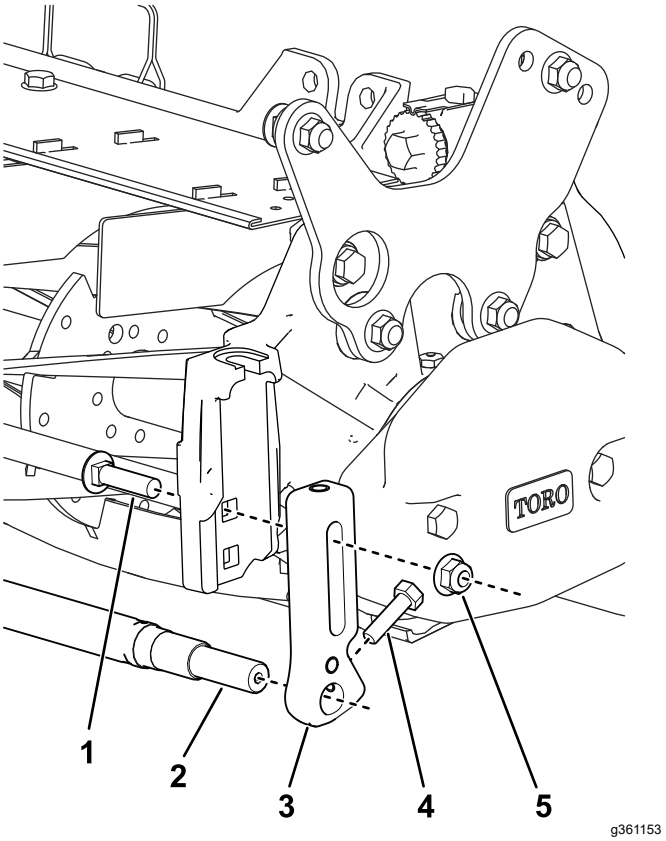

Rysunek 29
2. Używając śrub podsadzanych i nakrętek zabezpieczających, zamontuj wsporniki regulacji wysokości koszenia w górnym otworze płyty bocznej (Rysunek 29).